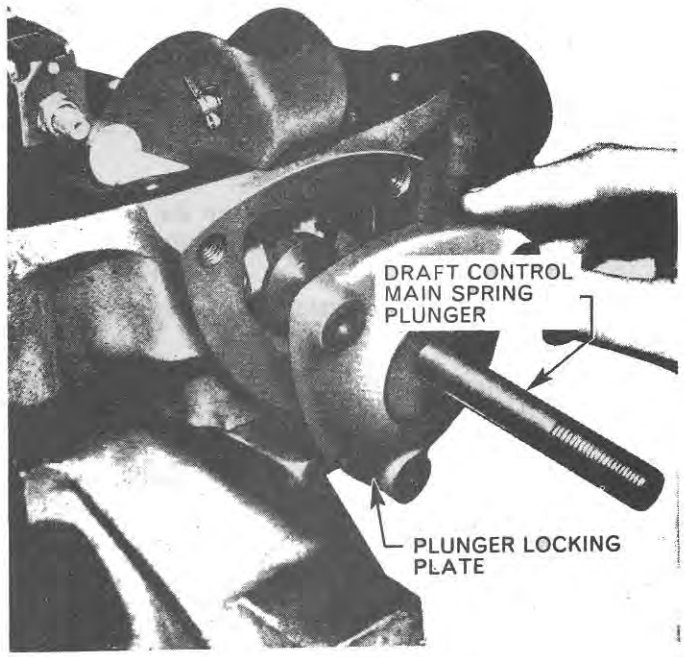

Figure 40
a. Install the draft control main spring plunger locking plate, Figure 40.